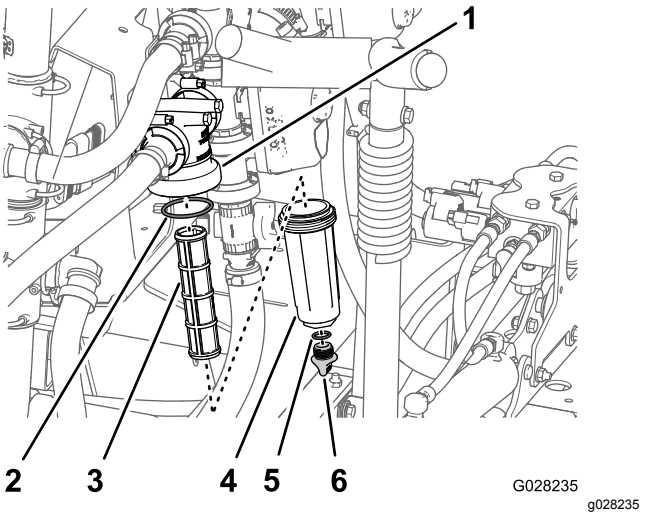

Figuur 94
2. Plaats een opvangbak onder het drukfilter (Figuur 94).
3. Draai de aftapplug linksom en neem ze van de bak van het drukfilter (Figuur 94).
4. Draai de bak linksom en verwijder hem van de filterkop (Figuur 94).
5. Verwijder het oude drukfilterelement (Figuur 94).
6. Controleer de O-ring voor de aftapplug (in de bak) en de O-ring voor de bak (in de filterkop) op schade en slijtage (Figuur 94).
7. Monteer het nieuwe drukfilterelement in de filterkop (Figuur 94).
8. Maak de bak handmatig vast op de filterkop (Figuur 94).
9. Plaats de plug in de bak en maak de plug handmatig vast (Figuur 94).